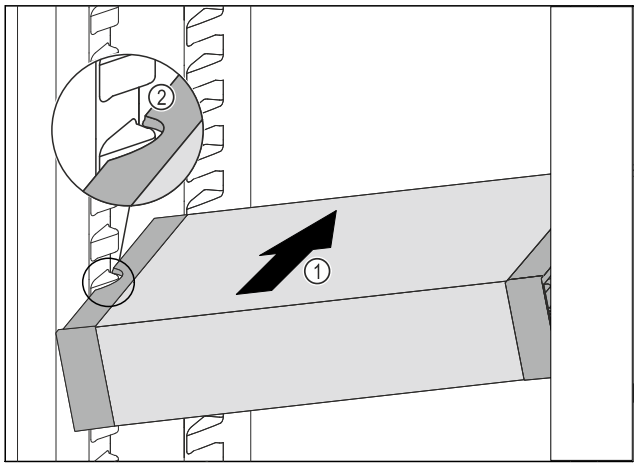

Fig. 169
▶ Insérer le VarioSafe en biais dans la partie réfrigérateur *Fig. 169 (1)* jusqu'à ce que les encoches latérales *Fig. 169 (2)* du VarioSafe se trouvent à la hauteur de la nervure du bac dans la partie réfrigérateur.